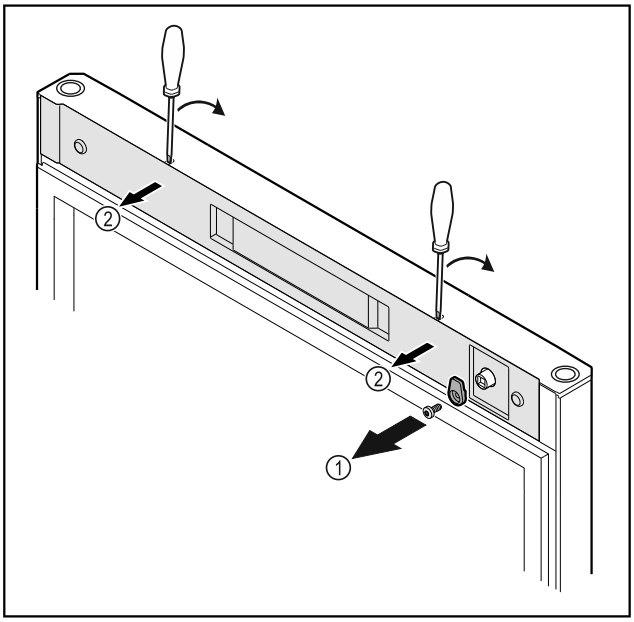

Fig. 14
▶ Desatornillar el gancho de cierre *Fig. 14 (1)*.
▶ Desencajar la cubierta *Fig. 14 (1)* con un destornillador pequeño y retirarla.